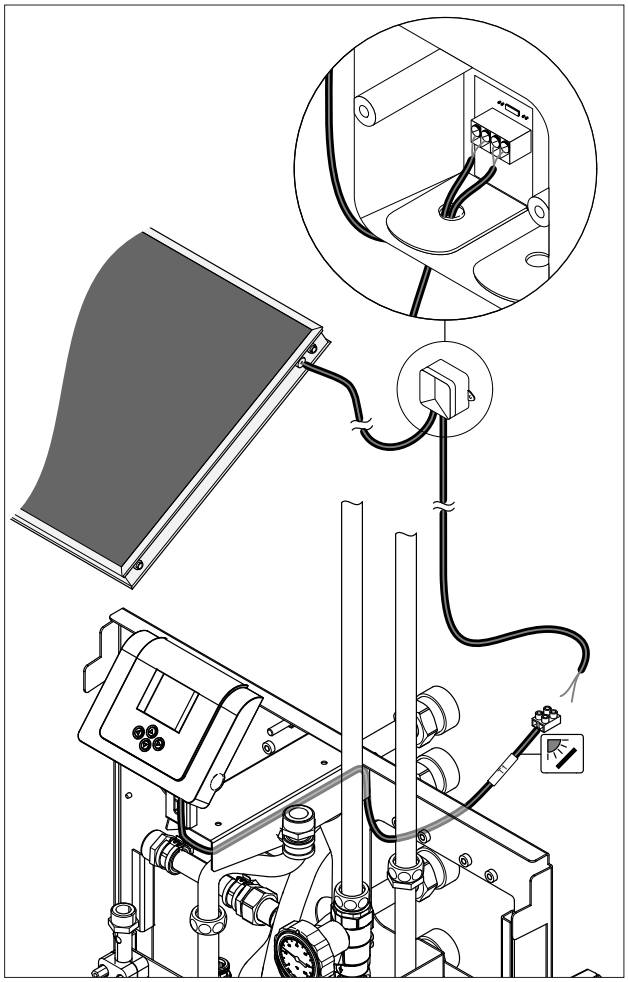

*Abb. 45 Verlängern des Kollektorfühlerkabels über Fühleranschlussdose und Kabelverlängerung zum RATIOcompact Systemregler.*
- Verlängern des zweiadrigen Fühlerkabels (Kennzeichnung T1) von der Station zur Fühleranschlussdose SP2 (Abb. 45) nach obigen Querschnittsvorgaben (siehe S. 27).
- Der Fühler wird am Kollektor installiert (vgl. Technische Information zum jeweiligen Kollektor) und ebenfalls mit der Fühleranschlussdose verbunden (Abb. 45).